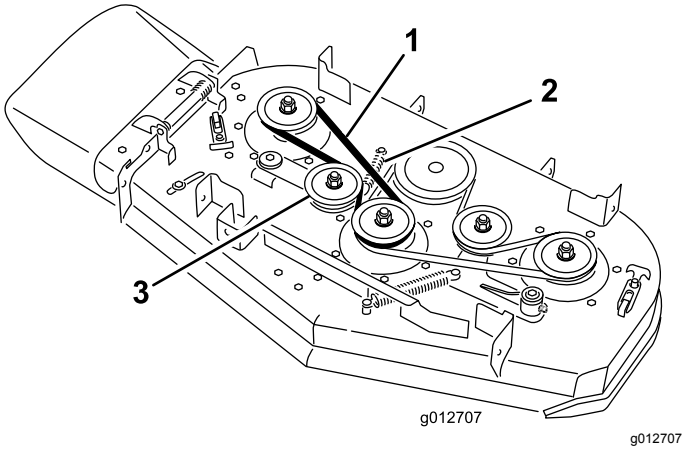

Rysunek 65
4. Zdejmij sprężynę z kołka zaczepu na jałowym kole pasowym (Rysunek 65).
5. Zdejmij zużyty pasek kosiarki (Rysunek 65).
6. Załóż nowy pasek wokół kół pasowych podwozia tnącego i jałowego koła pasowego (Rysunek 65).
7. Załóż sprężynę na kołek zaczepu na ramieniu jałowego koła pasowego (Rysunek 65).